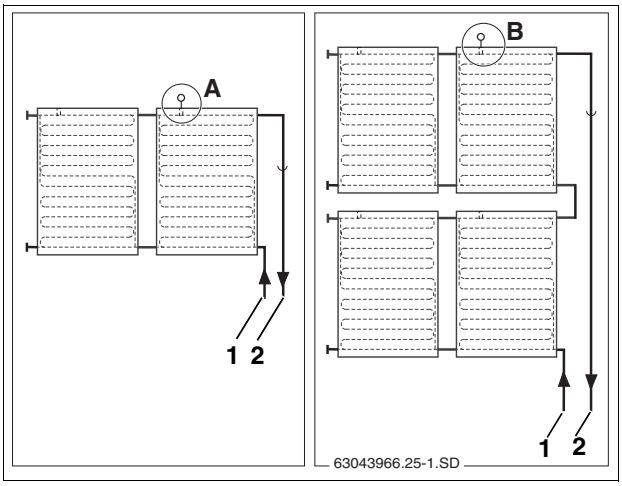

Fig. 47 Collector sensor installation location (schematic)
Observe the installation location for single or dual row collector systems (Fig. 47).
The collector sensor must be installed in the collector connected to the supply line (Fig. 47, [2]).
– Location (Fig. 47, [A]) for single row collector systems.
– Location (Fig. 47, [B]) for multi-row collector systems.